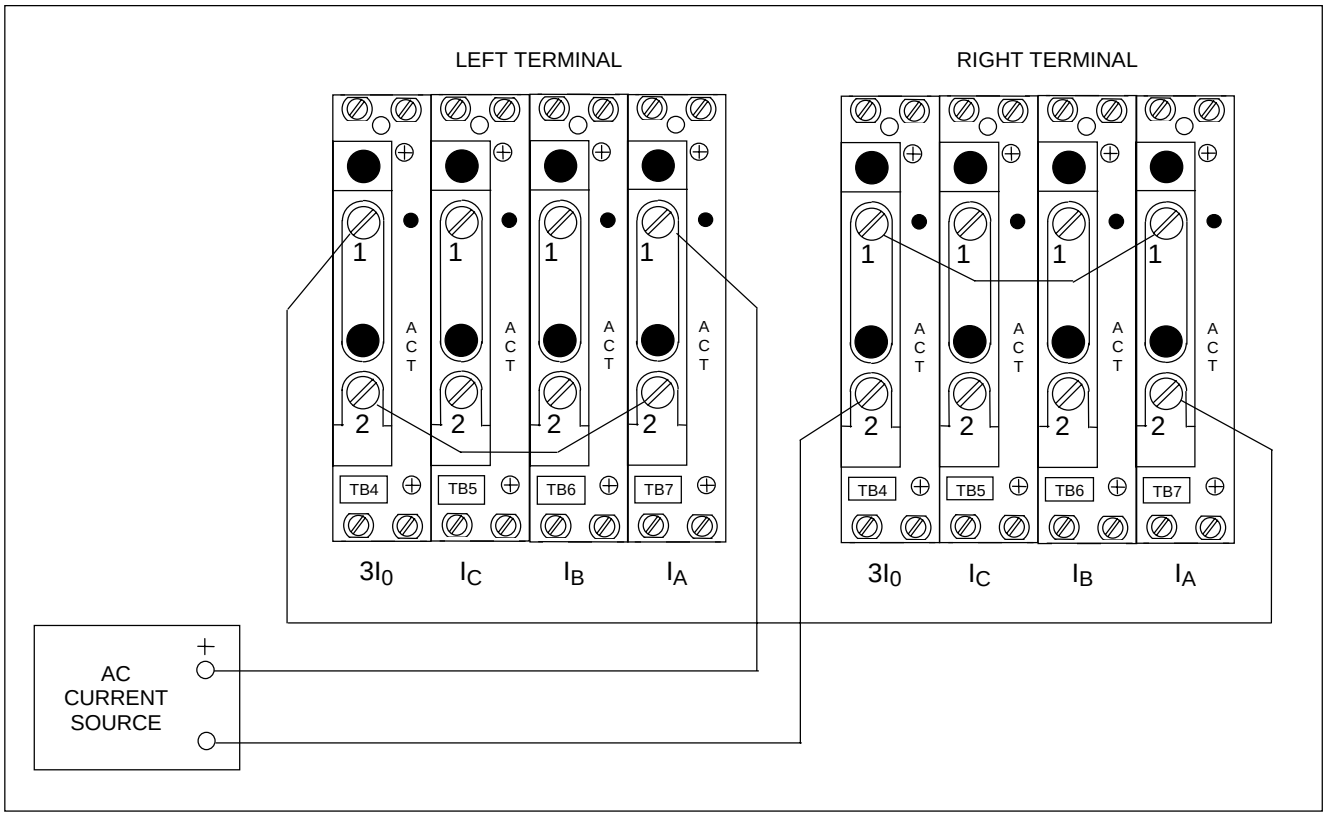

Figura 7-2. Conexión de prueba que simulan un fallo externo de A-G
2. Los fallos externos fase a fase pueden también simularse. Por ejemplo, un fallo externo A-B puede simularse conectando la fuente de intensidad como se muestra en la Figura 7-2.